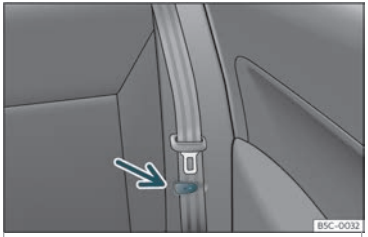

Abb. 105 Rücksitz: Bügel zum Halten des Sicherheitsgurtes.
- Befestigen Sie die seitlichen Sicherheitsgurte am Halter der Verkleidung ››› **Abb. 105**.